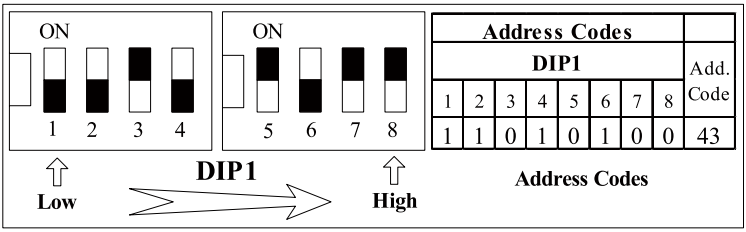

Fig.6 How to Set the Address 43
②. See the Fig.6 for how to set the address 43